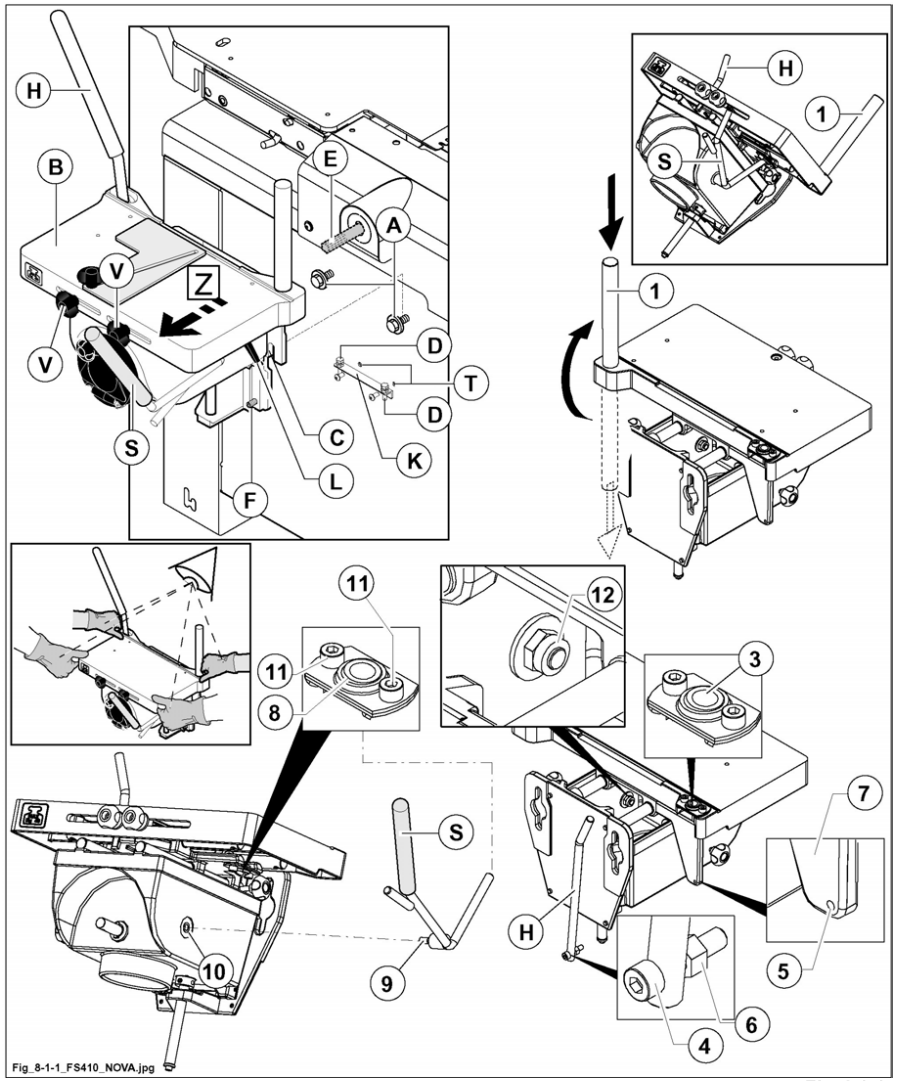

Fig. 8.1-1
Move the table in the direction of the arrow Z and block by tightening lever (L fig. 8.1-1) (turn to stop first); press the two side pins all the way in and tighten the 2 knobs (V fig. 8.1-1).
where supplied, fit the angle (K fig. 8.1-1) using the special holes (T fig. 8.1-1).
1) Prepare the screws (A fig. 8.1-1) and the relative grommets on the base of the machine.
2) Raise the mortiser (B fig. 8.1-1) and fit the dovetail slide (C fig. 8.1-1) on the heads of screws (A fig. 8.1-1).
3) Fit levers (H and S fig.8.1-1).
Lever (S fig. 8.1-1):
- the lever (S fig. 8.1-1) is partially assembled in the factory by inserting one end in the joint (8 fig. 8.1-1);
- loosen the screws (11 fig. 8.1-1);
- insert th epin (9 fig. 8.1-1) in the hole (10 fig. 8.1-1);
- tighten the screws (11 fig. 8.1-1);
- tighten the nut (12 fig. 8.1-1) leaving as little play as possible.
Lever (H fig. 8.1-1):
- insert th elever (H fig. 8.1-1) in the joint (3 fig. 8.1-1);
- tighten the screw (4 fig. 8.1-1) in the hole (5 fig. 8.1-1) so that the lever (H fig. 8.1-1) has as little play as possible;
- tighten the nut (6 fig. 8.1-1) on the part (7 fig. 8.1-1).
4) Screw down the screws (A fig. 8.1-1) until joining the mortising machine to the base and adjust the parallelism of the table with respect to the bit (E fig. 8.1-1) (see "Spindle bits - assembly" par. 8.1.2) acting on the screws (D fig. 8.1-1) and on the four grub screws (F fig. 8.1-1).
5) Check proper adjustment by moving the working table transversally, and tighten the screws (A fig. 8.1-1).
6) Ensure that the four grub screws (F fig. 8.1-1) rest on the base.
7) Reposition the pin (1 fig. 8.1-1), presser belt support, as shwon in the figure.